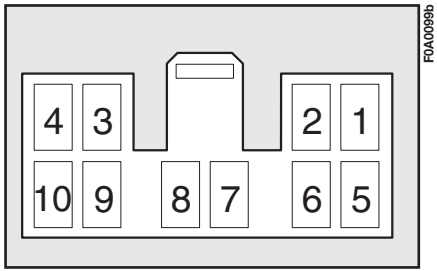

fig. 146
– câbles de connexion à l'antenne bifonction et câblage avec connecteur à dix voies **fig. 146**.